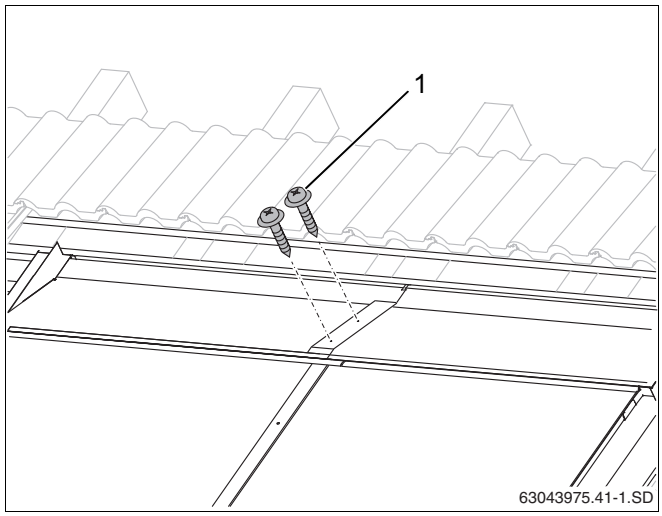

Рис. 58 Соединение верхних накладных листов саморезами
- Места перехлеста листов закрепите тремя прилагаемыми саморезами длиной 25 мм (рис. 58, [1]).